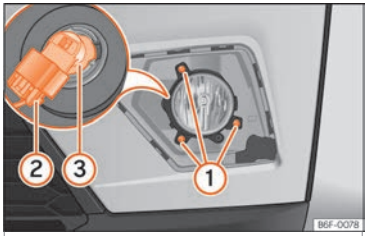

Fig. 56 Farol de nevoeiro: desmontar o porta-lâmpadas
– Retire os 3 parafusos ››› Fig. 56 ① e retire o farol de nevoeiro.
– Retire o conector da lâmpada ②.
– Rode o porta-lâmpadas ③ para a esquerda e puxe.